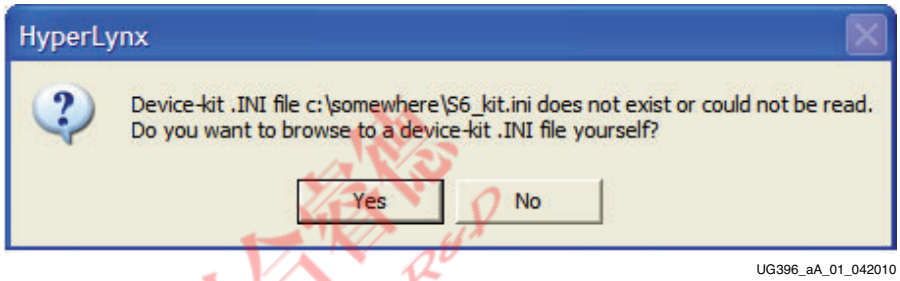

Figure A-1: **Device-kit .INI Error Message**
1. What does the "Device-kit .INI file where_am_i\S6_kit.ini does not exist or could not be read" message shown in Figure A-1 mean?